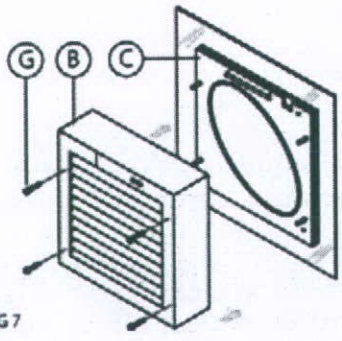

FIG 7
4.7 Place the body of the fan unit (B) in position and screw it to the inner clamp plate C using four 30 mm bolts supplied (G). (FIG 7)
5.7 Place the body of the fan unit (B) in position and screw it to the inner clamp plate (C) using four 30 mm bolts supplied (G). (FIG 7)